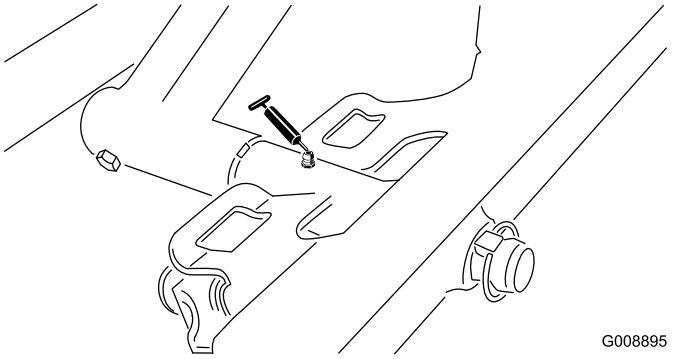

Figur 51
- Främre klippenhetstapp (Figur 51)